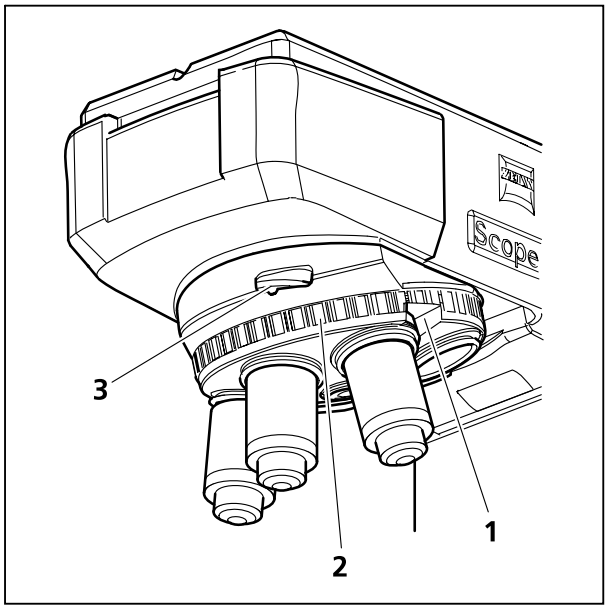

Bild 4-32 Objektivrevolver mit Aufnahme für Kompensatoren
- Enthält Aufnahmefach (Bild 4-32/**3**) für Kompensatoren bzw. Fluoreszenzschutzschirm
- Je nach Konfiguration mit drei, sechs oder keinen DIC-Positionen (Bild 4-32/**1**) versehen
- Schneller Wechsel der Objektive durch Drehen des Objektivrevolvers am Rändelring (Bild 4-32/**2**)